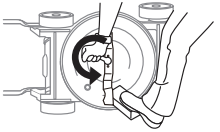

Fig.15A
- Remove the hex bolt and washer which hold the blade and blade adapter to the engine crankshaft. Remove the blade and adapter from the crankshaft.(Fig. 15A)